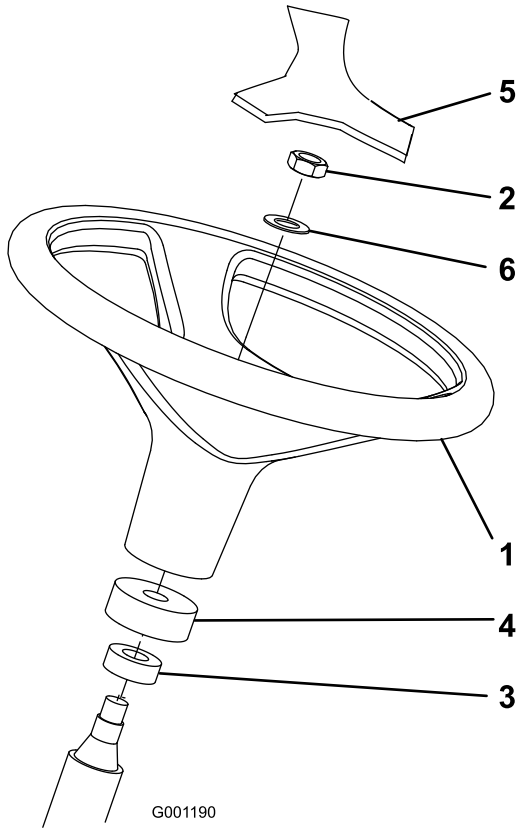

**Figur 3**
2. Fjern kontramøtrikken og skiven fra ratakslen. Kontroller, at skumkraven og støvringen forbliver på ratakslen (Figur 3).
3. Skub rattet og skiven på ratakslen (Figur 3).
5. Monter dækslet på rattet (Figur 3).